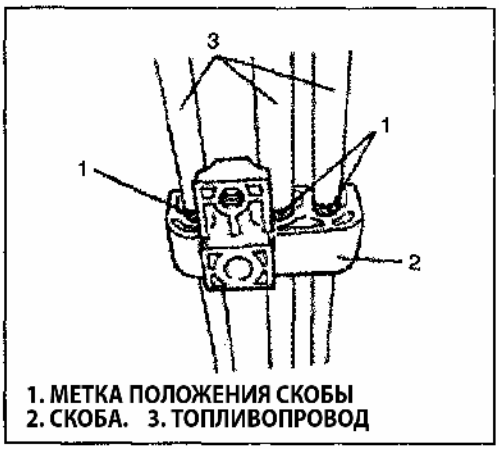

Рис. 327
6) Во время установки скоб, убедитесь в том, что расположение скоб соответствует меткам (Рис.327).